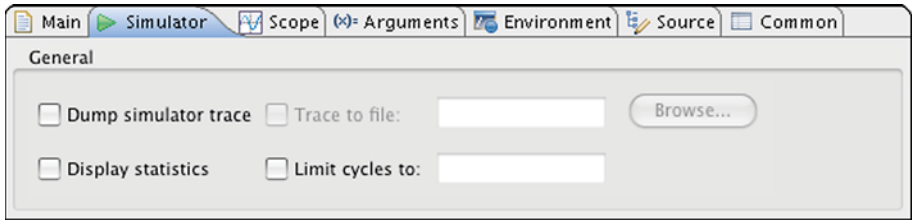

Figure 1: Simulator configuration options
6. Select the **simulator** option and click the **Simulator** tab to configure additional options, as shown in Figure 1.